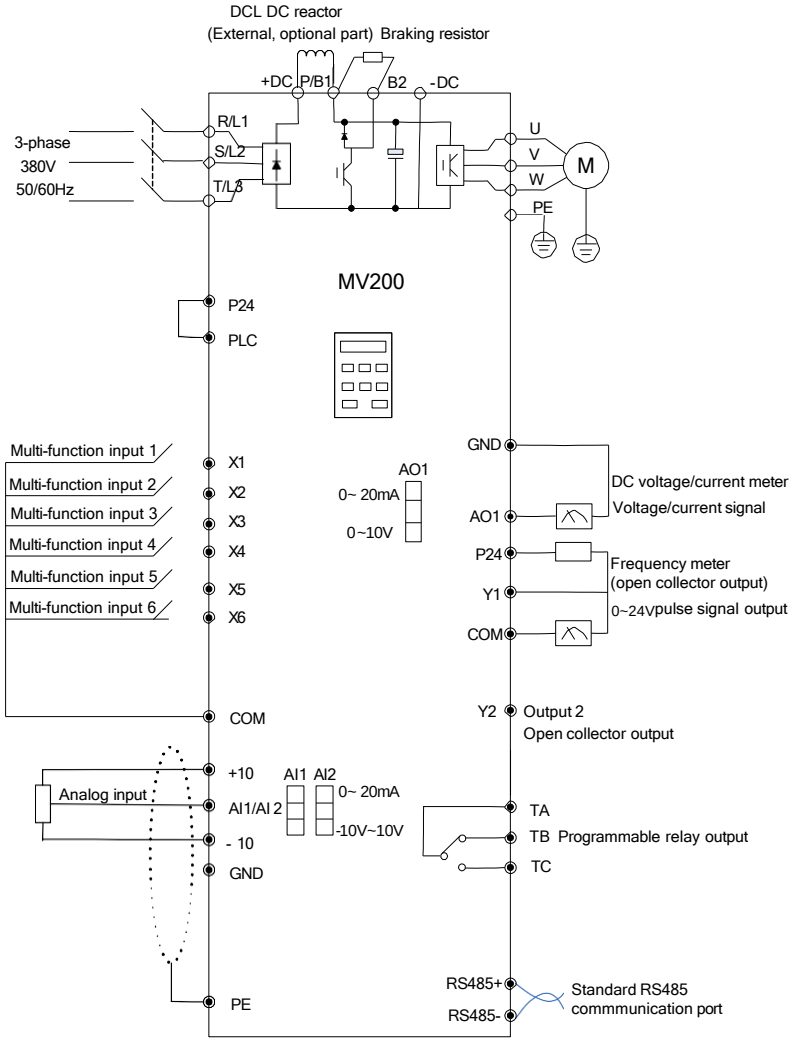
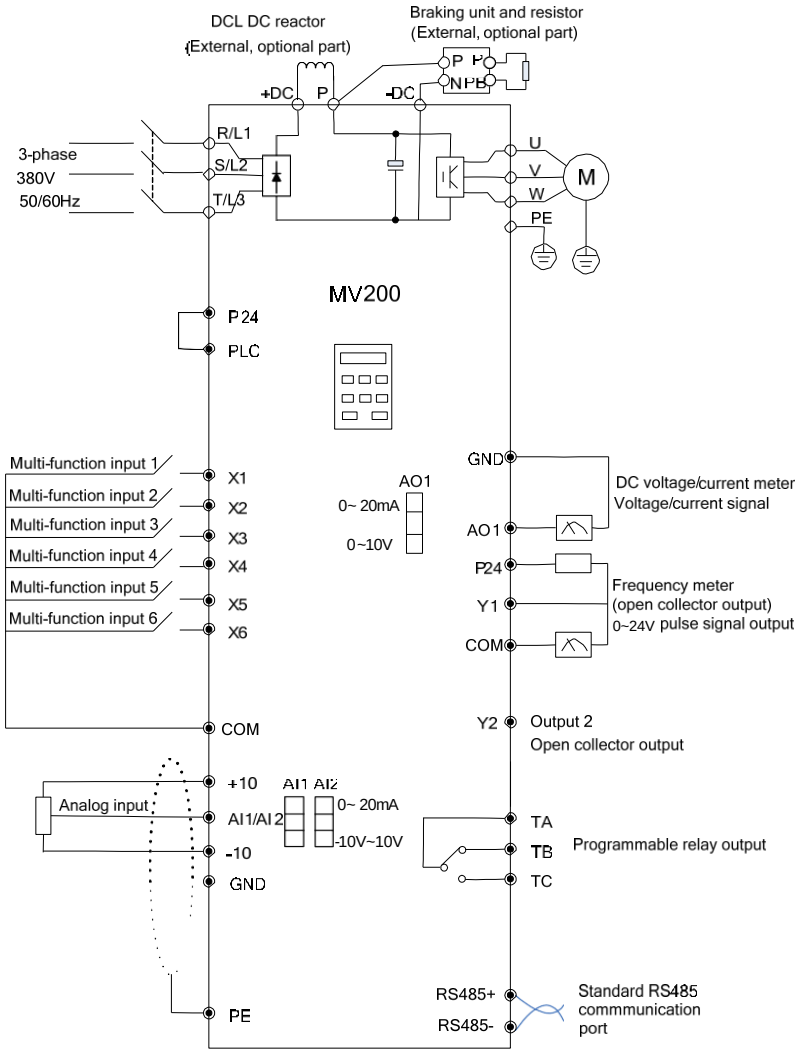

Fig. 3-3 Basic wiring diagram 1
Fig. 3-4 Basic wiring diagram 2
6.Fig. 3-3 is the wiring diagram for basic operation of model 75kWG/90kWP and below, and Fig. 3-4 is the wiring diagram for basic operation of model 90kWG/110kWP and above, special attention should be paid to these models: 355 kWP, 355 kWG, 400 kWP, 400 kWG, the main circuit terminal of external braking unit is P, N.